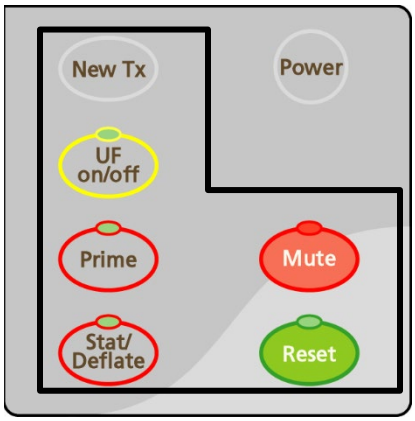

Figure 106 – The Control Panel keys that switch CDX to Dialysis Mode
- By pressing any control panel key except for the **Power** key (see Figure 106 on the next page)